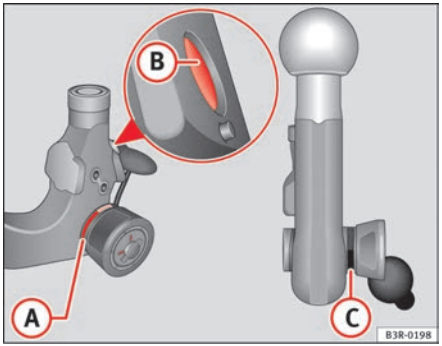

Fig. 151 Removable towing bracket: Ball joint ▶
– Check that the red marking (A) ⇒ page 190, fig. 151 on the knob is inside the black zone marked on the ball joint.
– Check that the locking pin (B) is inside the holes in the shaft section of the ball joint.
– Check that the knob protrudes visibly from the ball joint, so that there is a clear gap (C) between the knob and the ball joint.